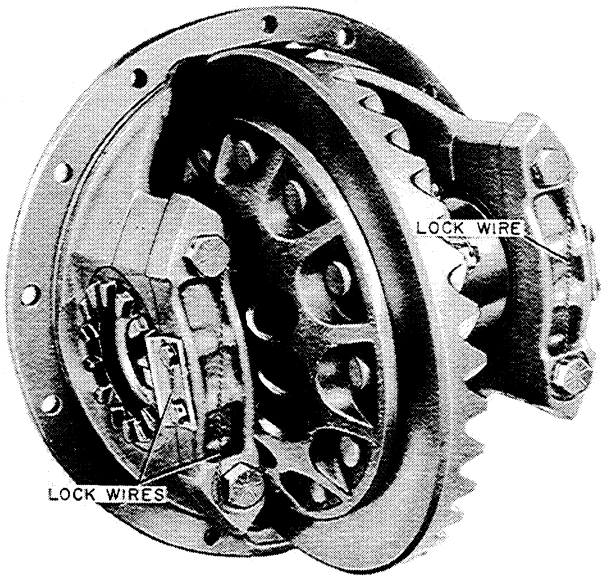

Figure T-29
2. Cut the lock wires from the cap screws and adjusting nut locks, Figure T-29.